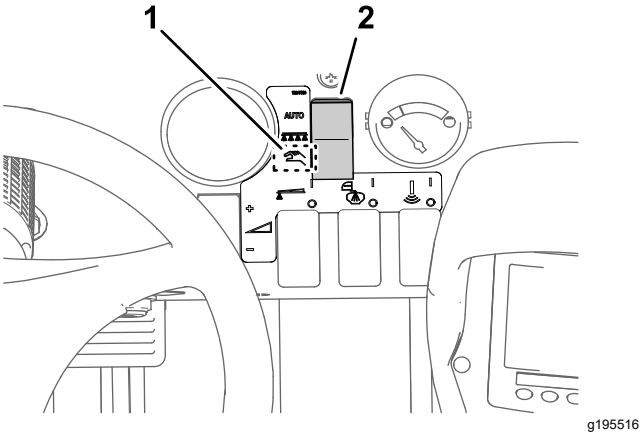

**Figur 46**
2. Ange manuellt läge med hjälp av sprutlägesknappen (Figur 46).